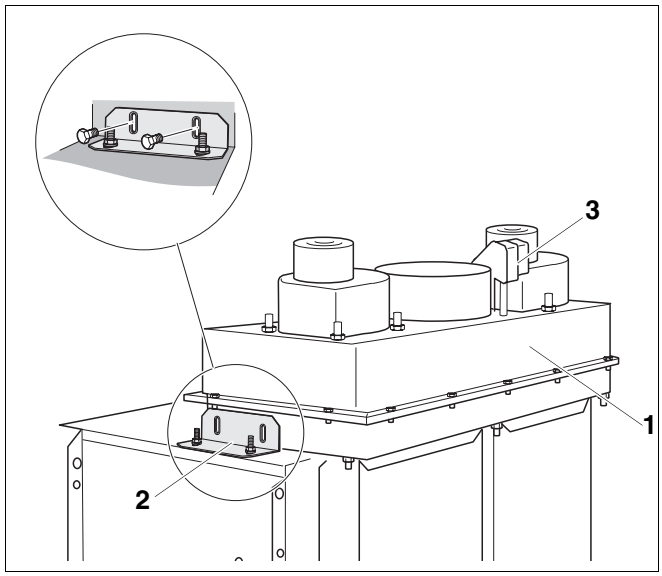
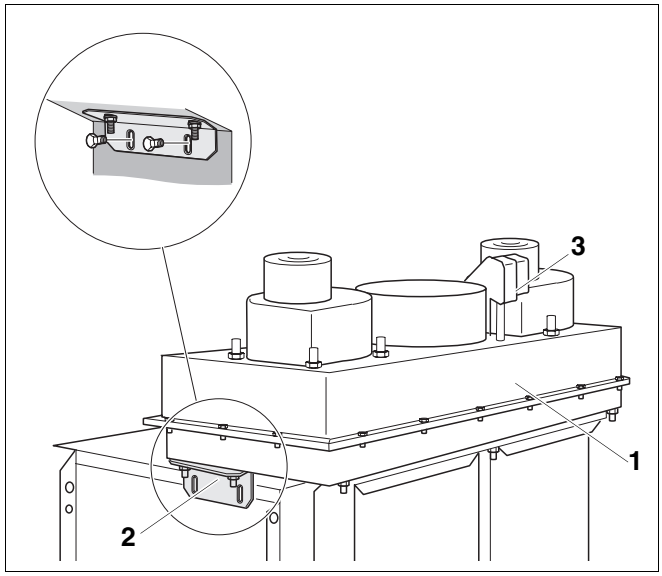

Afb. 57 Ventilatorbehuizing monteren (ketelgroottes tot 310 kW)
Afb. 58 Ventilatorbehuizing monteren (ketelgrootte vanaf 337 kW)
- Plaats de ventilatorbehuizing (afb. 57, **pos. 1** en afb. 58, **pos. 1**) op de trekonderbreker en het rookgaskanaal en schroef ze vast met hoeken (afb. 57, **pos. 2** of afb. 58, **pos. 2**) aan de trekonderbreker.
- Tot de ketelgrootte 310 kW worden de hoeken (afb. 57, **pos. 2**) met een afstand van 86 mm tussen de openingen links en rechts aan de aangelaste stiftbouten van de ventilatorbehuizing (afb. 57, **pos. 1**) handvast geschroefd.
- Vanaf ketelgrootte 337 kW worden de hoeken (afb. 58, **pos. 2**) met een afstand van 80 mm tussen de openingen langs beneden aan de ventilatorbehuizing (afb. 58, **pos. 1**) en daarna aan de trekonderbreker geschroefd.
- Schroef de ventilatorbehuizing (afb. 57, **pos. 1** en afb. 58, **pos. 1**) en het rookgaskanaal met 3 bevestigingsmoeren goed aan.
- Draai de bevestigingsmoeren van de hoeken (afb. 57, **pos. 2** en afb. 58, **pos. 2**) aan de aangelaste stiftbouten van de ventilatorbehuizing (afb. 57, **pos. 1** en afb. 58, **pos. 1**) goed aan.
- Voer de kabel van de pressostaat (afb. 57, **pos. 3**) via het kabelkanaal naar het bijkomende regeltoestel.